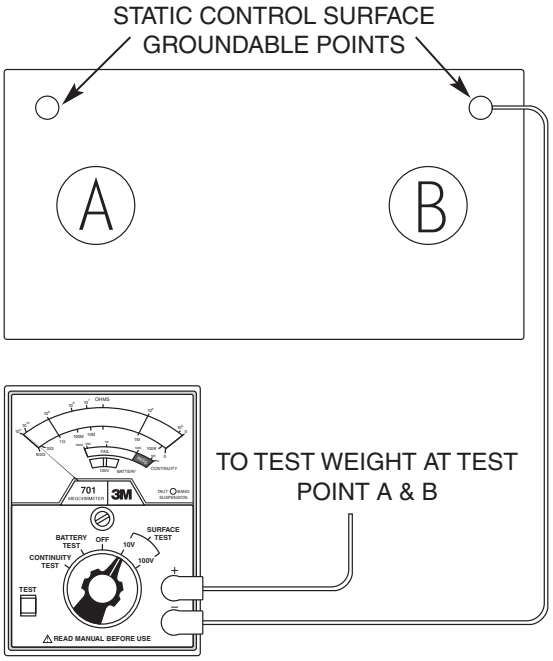

Figure 5-4: Material Evaluation Surface to Groundable Point Test
D. Surface-to-Groundable Point Test: Test samples per Figure 5-4, using both the 100 volts and 10 volts SURFACE TEST ranges at 50% RH and record the values as ($R_{TS\text{-}GP}$).